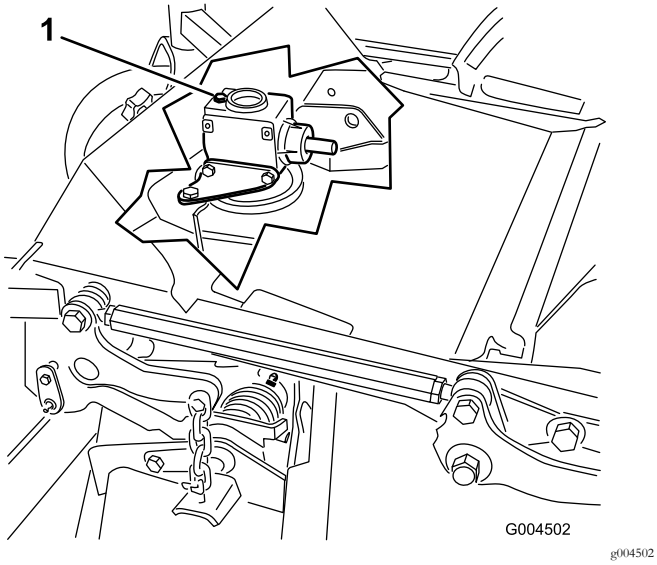

Figuur 34
6. Verwijder de peilstok/vulplug op de bovenkant van de tandwielkast en controleer of het peil van de tandwielolie tussen de merktekens op de peilstok staat (Figuur 34).
6. Verwijder de peilstok/vulplug op de bovenkant van de tandwielkast (Figuur 34).